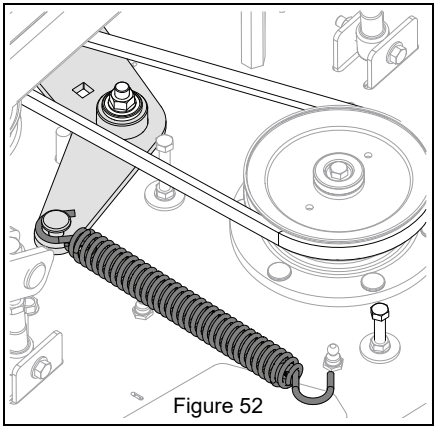

Figure 52
6. Slowly remove spring hook from anchor bolt to release tension from belt idler. See Figure 52.